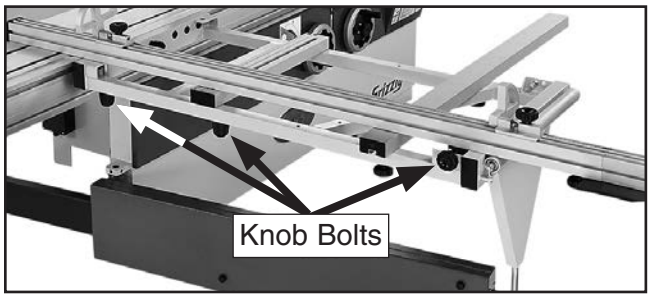

Figure 98. Locations of knob bolts securing crosscut fence.
2. Unthread and remove knob bolts shown in **Figure 98**.